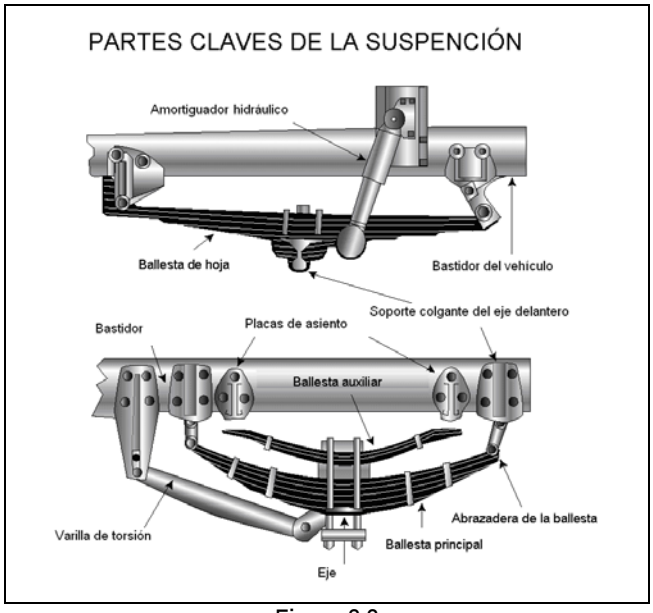

Figura 3.2
- Barras de suspensión con ballesta que permiten el movimiento del eje desde la posición adecuada. Vea la Figura 3.2.
- Varilla o par de torsión, pernos en u, barras de suspensión con ballesta, u otras partes de posición del eje que estén rajadas, dañadas o faltantes (Figura 3-2).